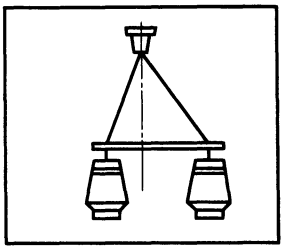

Рис. 212
86. Эта люстра (рис. 212) вам уже знакома. Однако надо ли теперь прибегать к какому-либо приему, чтобы найти истинную длину шнуров?